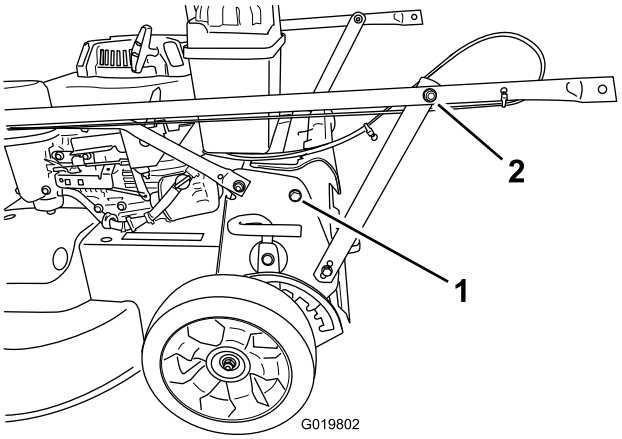

Figura 3
1. Rimuovete i 2 bulloni dal telaio della macchina nella posizione mostrata in Figura 3.